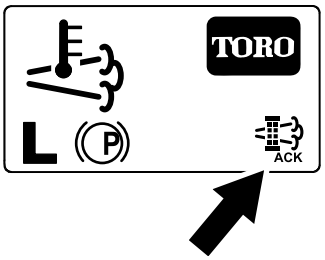

Figur 61
8. InfoCenter viser startskjermen, og regenereringsbekreftelsesikonet (Figur 61) vises i nedre høyre hjørne av skjermen mens regenereringen pågår.